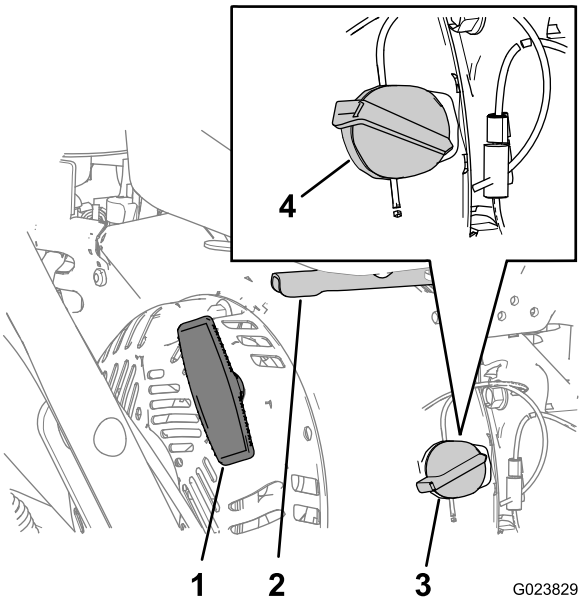

Figuur 10
1. Draai de motor aan/uit-schakelaar (aan de rechterkant van de motor) naar rechts in de AAN-stand (Figuur 10).
3. Plaats de gashendel in het midden, tussen LANGZAAM en SNEL, rechtsachter op de motor (Figuur 10).
4. Trek langzaam aan het startkoord tot u een weerstand voelt, en stop dan (Figuur 10).
2. Zet de gashendel in het midden, tussen LANGZAAM en SNEL (Figuur 10).
3. Laat de motor minstens 15 seconden draaien, zet de aan/uit-schakelaar dan in de UIT-stand om de motor te stoppen (Figuur 10).